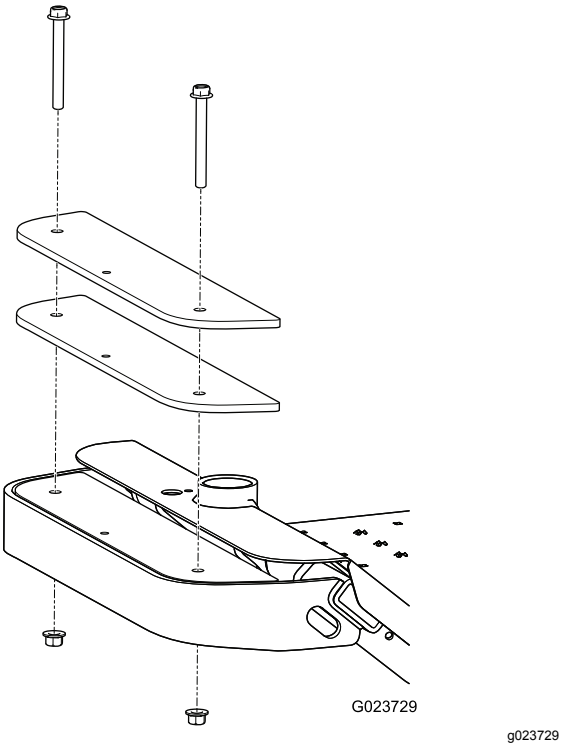

Figur 12
1. Ta bort de två skruvarna och de två muttrarna som håller nuvarande vikter på plats på maskinens främre del (Figur 12).